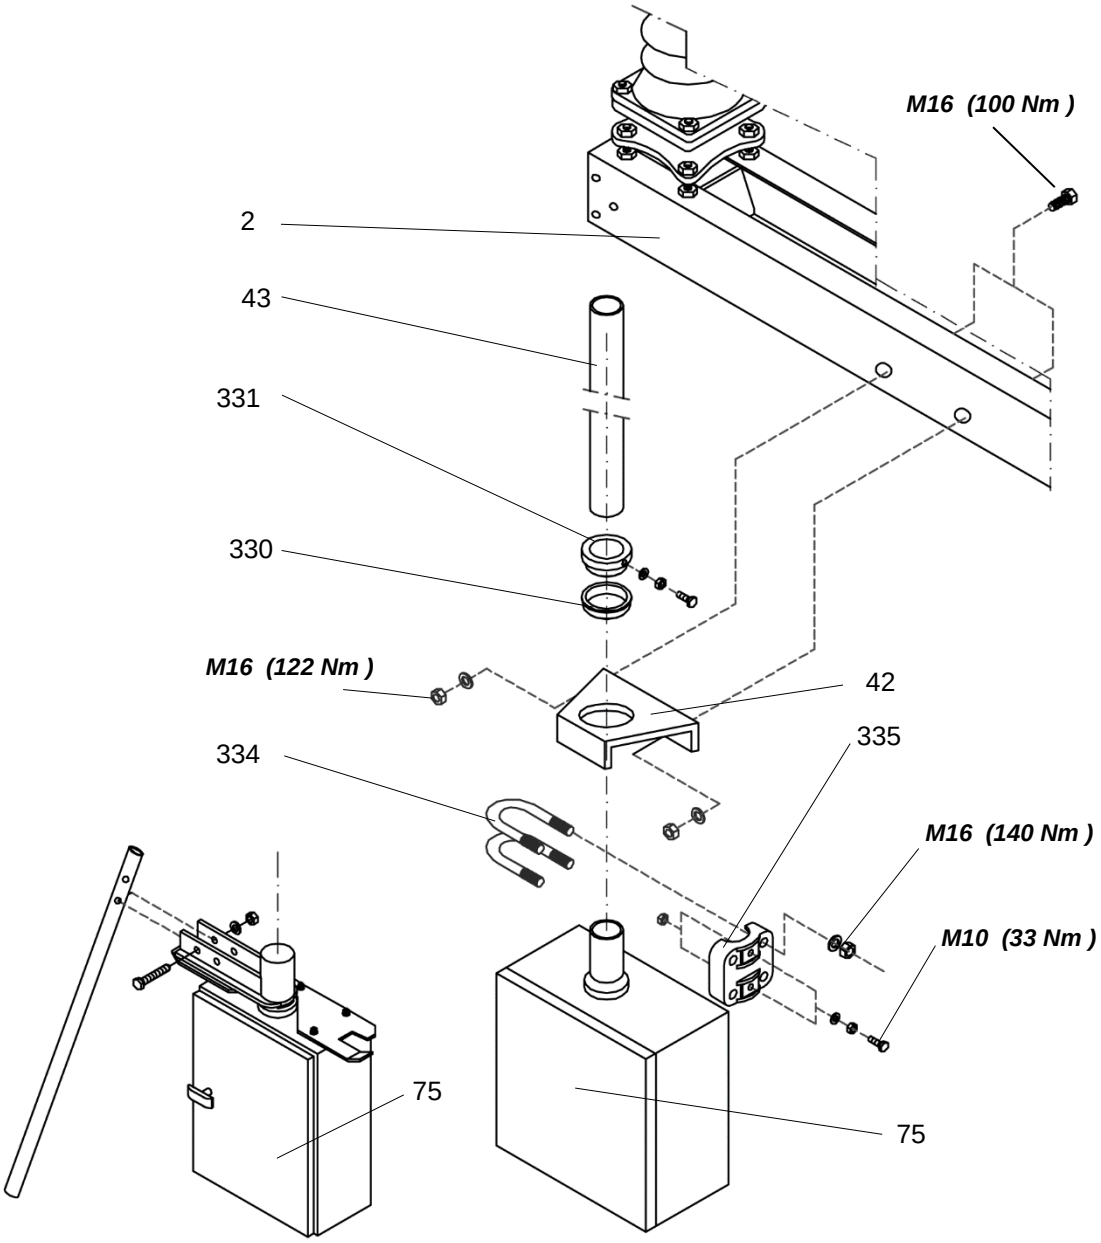
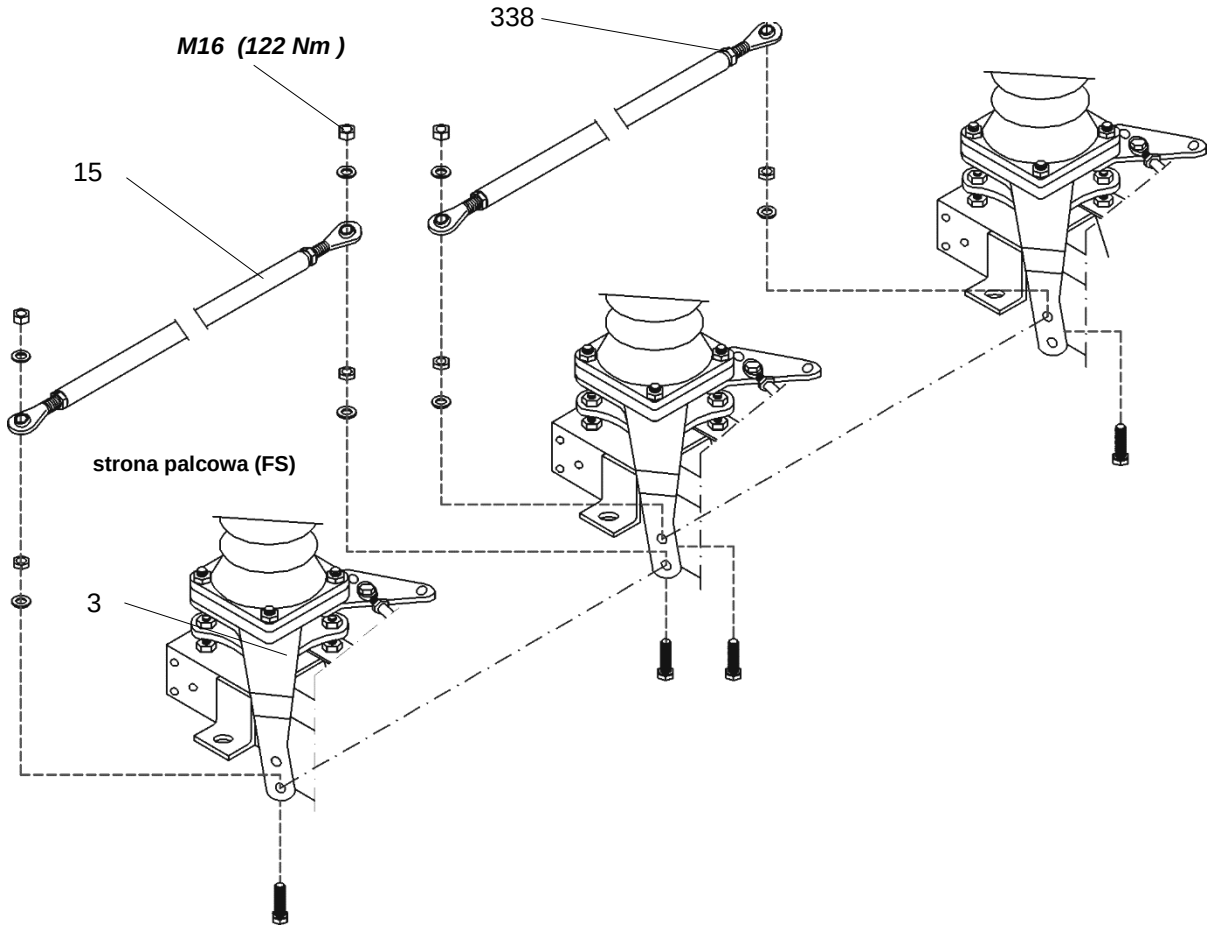

Rysunek 9 Montaż mechanizmu napędowego odłącznika: Montaż pośredni. Wymiar m3 < 6 m
Rysunek 12 Sprzężenie odłącznika: Równoległe ustawienie biegunów odłącznika
1. Rozpakować mechanizm napędowy do odłącznika (75)
2. Przykręcić, mechanizm napędowy do podstawy odłącznika (2)
3. Zamontować dźwignię napędową (74) na końcu wału napędowego mechanizmu napędowego, odpowiednio do wymaganej strony montażu [Rys. 9]
1. Rozpakować napęd (75)
2. Zamontować wspornik łożyska (42) na podstawie odłącznika (2) [Rys.9]
4. Umieścić wał napędowy pośredniczący (43) we wsporniku łożyska
5. Jeżeli wymiar m3 = 6 ... 12 m: Umieścić poszczególne części wału napędowego pośredniczącego (43) we wspornikach łożysk [Rys.12]
6. Wyregulować pionowe ustawienie napędu względem wału napędowego pośredniczącego (43) i zamontować go
10. Nasmarować łożysko wzdłużne (331) od wewnątrz a tuleję z kołnierzem (330) na zewnątrz, stosując smar Mobilgrease28
11. Powtórzyć etapy 4. i 5., w odpowiedniej kolejności mocując łożysko wzdłużne (331) i tuleję z kołnierzem (330) na wale pośredniczącym
12. Jeżeli wymiar m3 = 6 - 12 m: Połączyć poszczególne części wału pośredniczącego przy pomocy części sprzęgających (334)
15. Zamocować dźwignię napędową (74) na górnym końcu wału napędowego pośredniczącego (43)